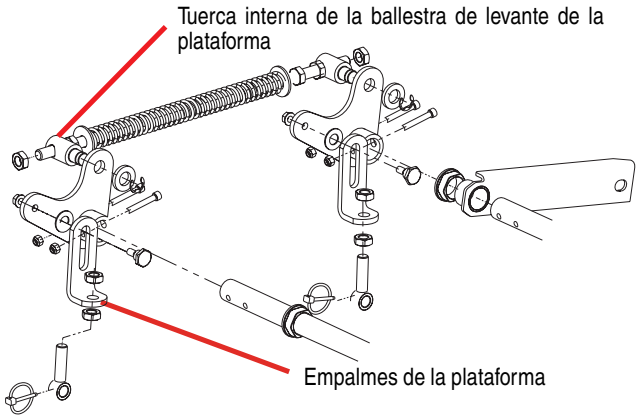

Figura 5
c. Si la altura al frente de la plataforma de corte es 3.17 a 6.35 mm (1/8 -1/4 pulgadas) más baja que la altura en la parte trasera de la plataforma a cada lado del cortacésped, no la ajuste. Sino, va a tener que ajustar el Muelle Auxiliar de Levante de la Plataforma (vea la Figura 5). Pude necesitar ajustar también los Empalmes de la plataforma (vea la Figura 5).